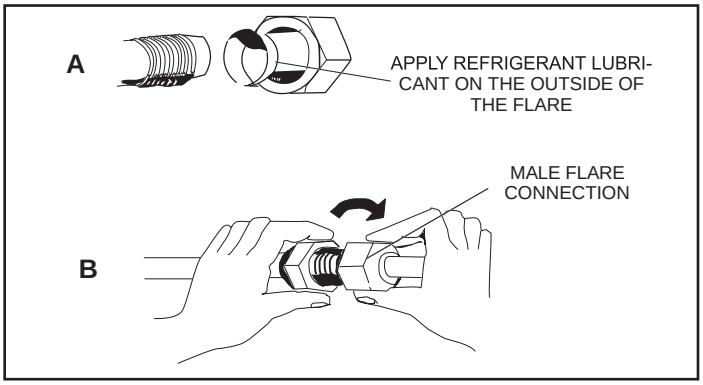

Figure 5. Making Connections (Male to Female Connection)
4. Apply recommended R-410A refrigerant lubricant to the outside of the flared refrigerant lines (Figure 5-A).
5. Align the threaded connections with the flared refrigerant lines. Tighten the flare nuts lightly at first to obtain a smooth match (Figure 5-B).